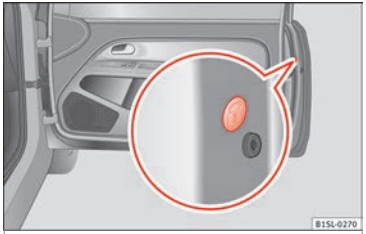

Fig. 4 To the front of the passenger side door: Emergency lock, hidden by a rubber cap.
- Remove the rubber cap to the front of the door. The rubber cap is marked with a lock symbol 🔒 ››› **Fig. 4**.